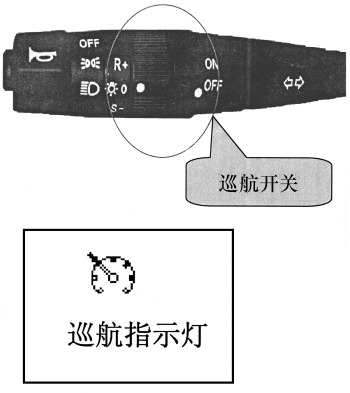

图 2-42　巡航开关操作及指示灯
① 当车辆行驶达到希望的车速(大于 30km/h)时，将巡航控制开关转到 ON，点击 S－。将启动巡航功能，巡航指示灯点亮，见图 2-42。
② 当车辆处于巡航状态行驶时，转动 R＋开关，车辆加速；转动 S－开关，车辆减速。
③ 表 2-4 为巡航控制使用条件，当表中所设条件任何一项不满足时，巡航控制将退出。